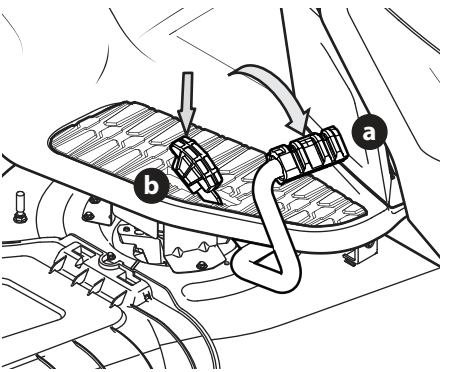

Fig. 27
2. Pour vous déplacer en marche avant, appuyez doucement sur la pédale de marche avant (a) jusqu'à ce que vous atteigniez la vitesse désirée (Fig. 27).
3. Pour vous déplacer en marche arrière, regardez d'abord derrière vous, puis appuyez doucement sur la pédale de marche arrière jusqu'à ce que vous atteigniez la vitesse désirée (Fig. 27).